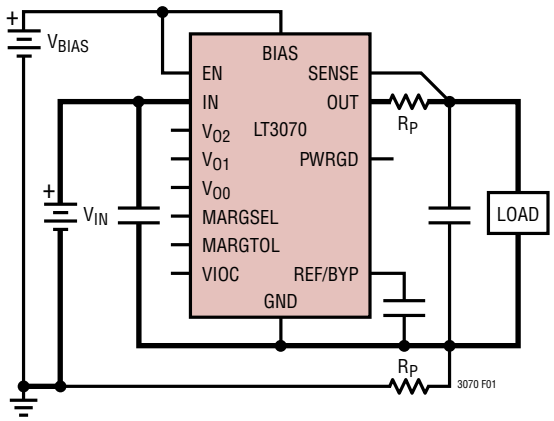

**Figure 1. Kelvin Sense Connection**
**SENSE (Pin 19):** Kelvin Sense for OUT. The SENSE pin is the inverting input to the error amplifier. Optimum regulation is obtained when the SENSE pin is connected to the OUT pins of the regulator. In critical applications, the resistance ($R_P$) of PCB traces between the regulator and the load cause small voltage drops, creating a load regulation error at the point of load. Connecting the SENSE pin at the load instead of directly to OUT eliminates this voltage error. Figure 1 illustrates this Kelvin-Sense connection method. Note that the voltage drop across the external PCB traces adds to the dropout voltage of the regulator. The SENSE pin input bias current depends on the selected output voltage. SENSE pin input current varies from 50µA typically at $V_{OUT}$ = 0.8V to 300µA typically at $V_{OUT}$ = 1.8V.